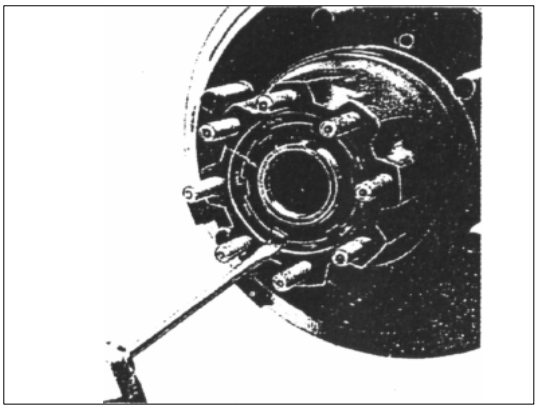

РИС. 374
11) Застопорите кольцевую контргайку (см. рис.374).